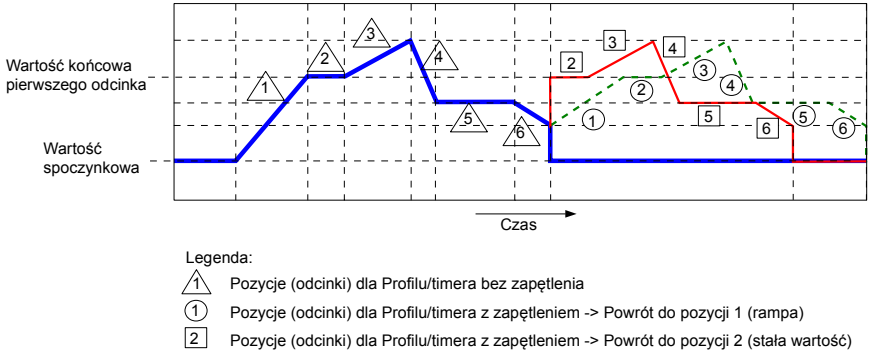

Rys. 7.115. Przykładowy Profil/timer
- gdy odcinkiem, od którego rozpoczyna się kolejne powtórzenie Profil/timera jest rampa, to w całkowitym czasie trwania tego odcinka następuje prostoliniowe generowanie sygnału wyjściowego od wartości docelowej poprzedniego odcinka do wartości docelowej tego odcinka. Przedstawiono to na **Rys. 7.115** (profil prowadzony przerywaną linią).
- gdy odcinkiem, od którego rozpoczyna się kolejne powtórzenie Profil/timera jest stała wartość, to następuje szybkie przejście (0,1 sek) od wartości docelowej poprzedniego odcinka do wartości stałej tego odcinka. Przedstawiono to na **Rys. 7.115** (profil prowadzony cienką linią).